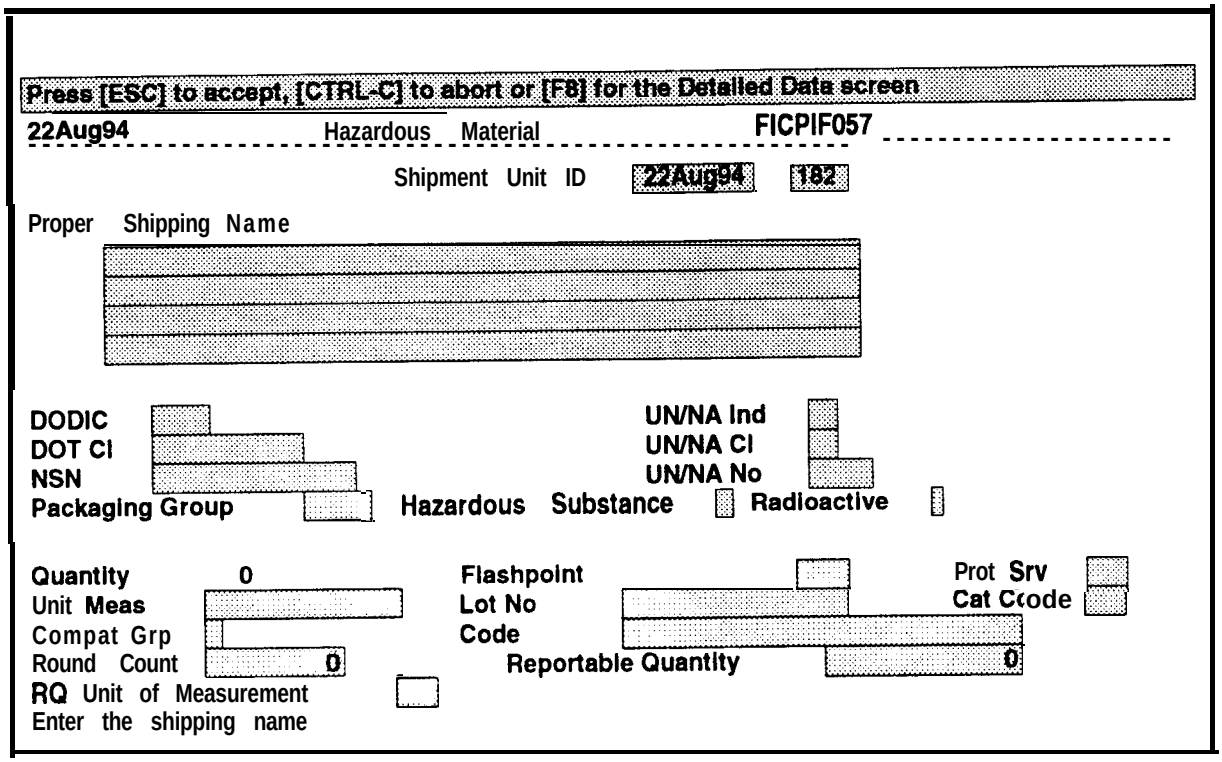

Figure 1 1-1 9. Hazardous Material Screen
Figure 1 l-17. GBL Item Description Remarks Window
(1) Enter **the GBL Item Description Remarks** or change the existing remarks by typing over the displayed information. As necessary, use the cursor control keys to reposition the cursor.
(2) When all the changes have been made, press ESC to save your changes. The cursor will return to the Shipment Units screen.
o. When all of your entries are correct, press F9 or **ESC.** The Shipment Units Detail Data screen will be displayed as shown in Figure 1 1- 18.
r. If this Shipment Unit includes **Hazardous/Explosive** materials, press **F10** to access the Hazardous Material screen, as shown in Figure 1 l-19, before you press **ESC** to return the SHIPMENT UNITS: ring menu. The Hazardous Material screen will be displayed.
(1) As necessary, enter data in the following fields, pressing **RETURN** after each en try:
b. From the Shipment Planning menu, select **Shipment Units.** The Shipment Units screen as shown in Figure 1 1-16 (page 1 l-76) will be displayed with the SHIPMENT UNITS: ring menu displayed at the top.
(1) As necessary, press **RETURN** until the cursor is in the field where you want to make the change. A description of the data to be entered in each field begins on page 1 l-76 above.
(2) Enter the new data by typing over the displayed information.
(3) Repeat the procedures in paragraphs **(1)** and (2) above until all the necessary changes have been made in the Shipment Unit screen.
e. As necessary, press F7 to display the Item Description Remarks window (Figure 1 l-17, page 1 l-81).
(1) As necessary, use the cursor control keys to move the cursor to the location where you want to make the change.
(2) Enter **the GBL Item Description Remarks** or change the existing remarks by typing over the displayed information.
(3) When all the changes have been made, press **ESC** to save your changes. The cursor will return to the Shipment Units screen.
f. As necessary, press F9 to display the Shipment Units Detail Data screen (Figure 1 1- 18, page 1 l-82).
(1) As necessary, press **RETURN** until the cursor is in the field where you want to make the change. A description of the data to be entered in each field begins on page 1 l-81 above.
b. From the Shipment Planning menu, select **Shipment Units.** The Shipment Units screen as shown in Figure 1 l-16 (page 1 l-76) will be displayed with the SHIPMENT UNITS: ring menu displayed at the top.
c. Select **Delete** from the SHIPMENT UNITS: ring menu. The cursor will move to the **Ship Unit Id** field of the Shipment Units screen (Figure 1 1-16, page 1 l-76).
e. Press F9 to display the Shipment Unit Detail Data screen (Figure 1 1-18, page 1 l-82). The detailed information will be displayed with a prompt: